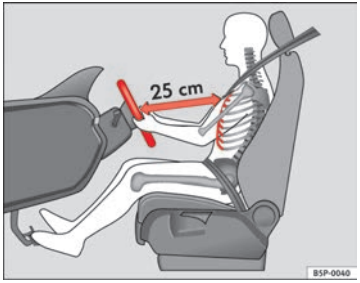
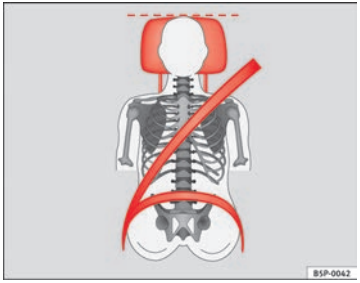

Fig. 28 The proper distance between driver and steering wheel
Fig. 29 Correct belt web and head restraint positions
- Adjust the seat so that there is a distance of at least 25 cm between the steering wheel and your chest ⇒ Fig. 28 and so that you can hold the steering wheel with both hands on the outside of the ring at the 9 o'clock and 3 o'clock positions with your arms slightly bent.
- Adjust the driver seat forwards or backwards so that you are able to press the accelerator, brake and clutch pedals to the floor with your knees slightly angled and the distance between your knees and the dash panel is at least 10 cm ⇒ Fig. 28.
- Adjust the head restraint so that its upper edge is at the same level as the top of your head, or as close as possible to the same level as the top of your head and under no circumstances below eye level. Keep the back of your neck as close as possible to the head restraint ⇒ Fig. 28 and ⇒ Fig. 29.
Adjust the correct distance between the driver and the steering wheel ⇒ Fig. 28 using the controls on the driver seat ⇒ page 51.